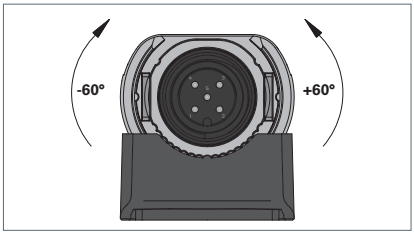

Fig. 6: Gerät ausrichten zwischen -60° bis +60°.
▶ Drehen Sie das Gerät in einem Winkel zwischen -60° bis +60°, siehe Fig. 6.